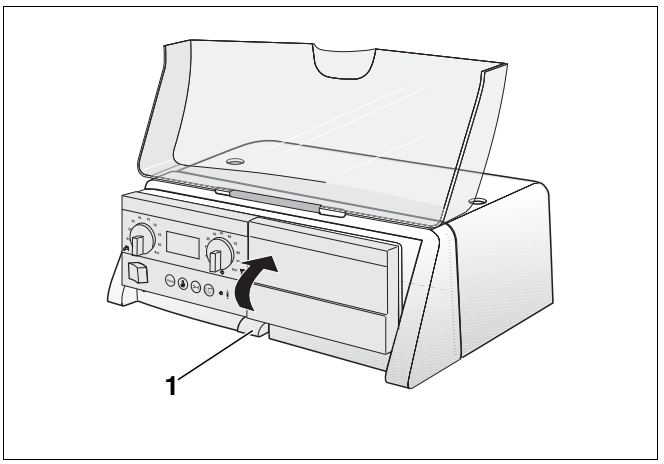

Bild 33 Aufnahme für den Basiscontroller schwenken
- Mittleren Rasthaken (Bild 33, **Pos. 1**) an der Aufnahme für den Basiscontroller nach unten drücken.